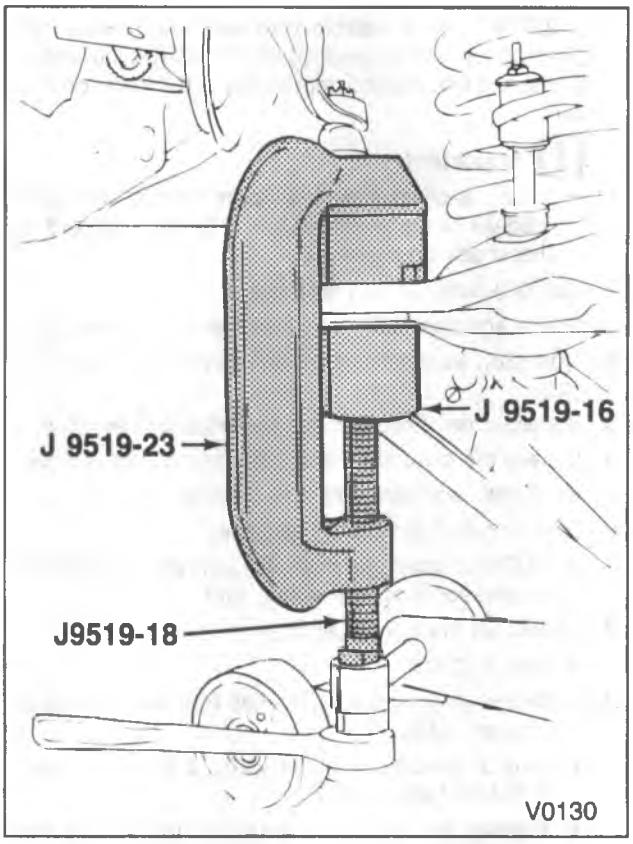

Figure 24 – Installing the Lower Ball Joint
1. Ball joint (37) into the lower control arm (36).
- Start the ball joint into the control arm and install J 9519-16 and J 9519-30 (figure 24).
2. Ball joint into the steering knuckle (31).
- Mate the steering knuckle (31) to the lower ball joint (37).